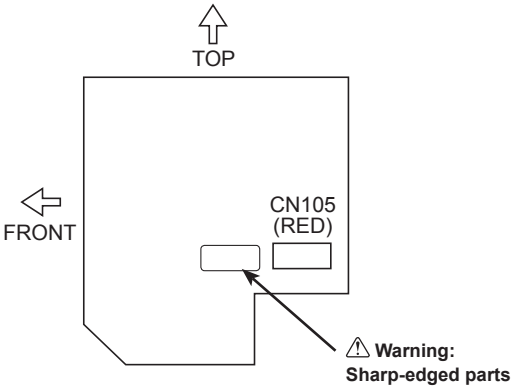

Fig. 6-6
7. Connect the electric code to CN105 (RED) on indoor controller board. (Fig. 6-6)